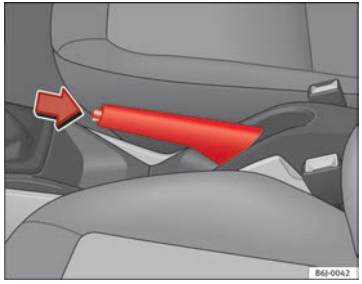

Fig. 119 Handbrake between the front seats
– Pull the handbrake lever up firmly ⇒ Fig. 119.
– Pull the lever up slightly and press the release knob in the direction of the arrow ⇒ Fig. 119 and guide the handbrake lever down fully ⇒ ⚠.